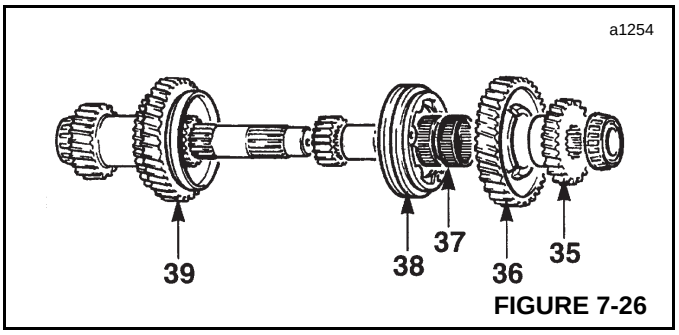

FIGURE 7-26
35. Remove spacer and bearing (35, Figure 7-26). Illustration shows a gear (35), which is only used on a 4WD transmission. The transmission being serviced is a 2WD transmission.
36. Lift off 1st gear (36).
37. Remove first gear needle roller bearings (37).
38. Lift off 1st/2nd synchro unit (38). Keep synchro cups and cones in correct relationship, i.e. cup and cone as a pair.
39. Pull off 2nd gear, synchro-hub, synchro cup and needle roller bearings (39) from layshaft.